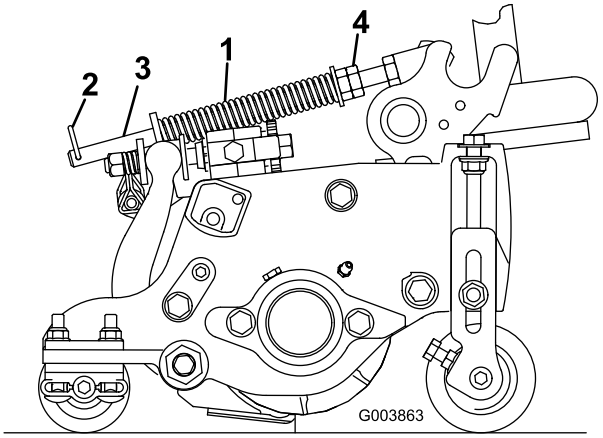

**Figuur 14**
1. Monteer de borgpen in de achterste opening in de veerstang (Figuur 14).
2. Draai de zeskantige moeren op het voorste uiteinde van de veerstang vast totdat de lengte van de samengedrukte veer 12,7 cm bedraagt (Figuur 14).